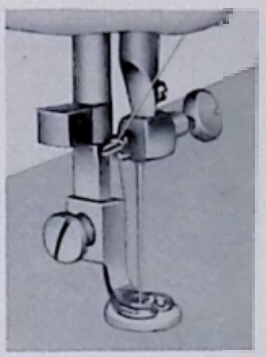

Fig. 31
4. Move zigzag stitch width stop until the needle comes down exactly over the right hand hole in the button. Fig. 31. Turn the hand wheel slowly by hand to be sure the needle enters both holes in button without deflecting needle, correct width if necessary.